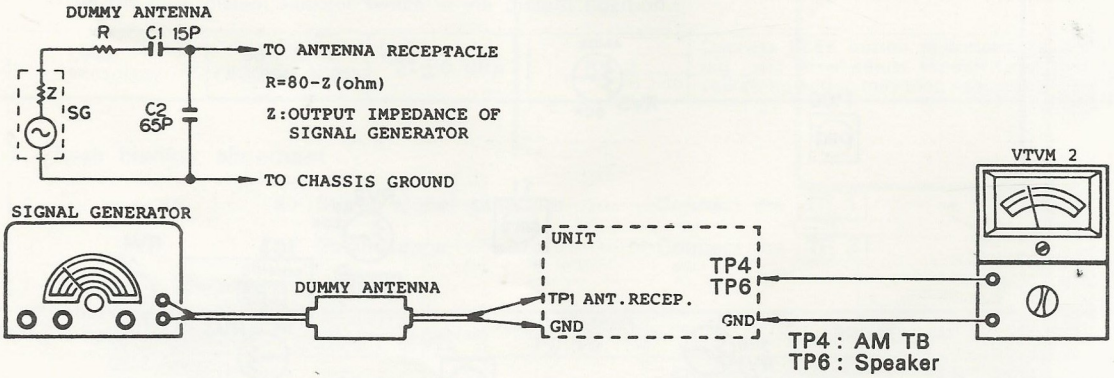

Fig. 9
(1) Connections Refer to Fig. 9 Signal generator·····connect the TP 1